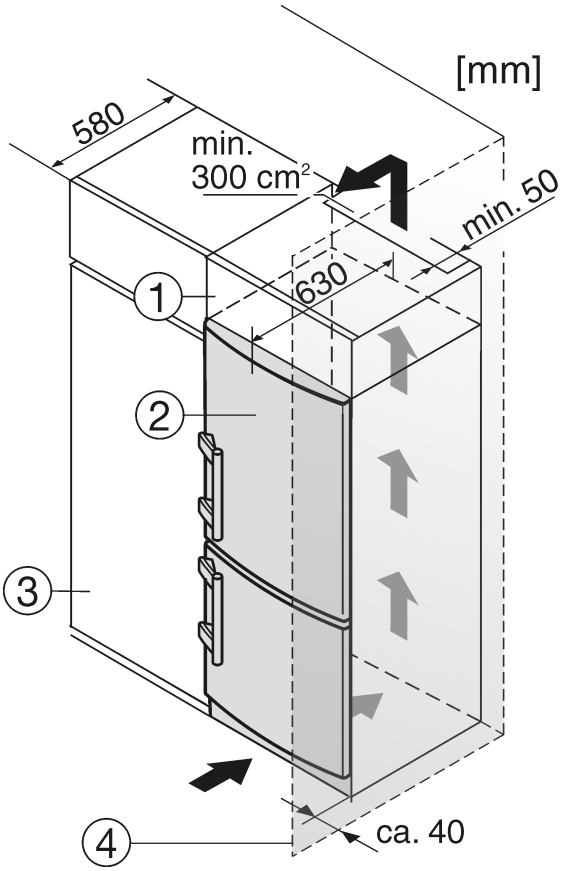

Fig. 5
(1) Stack cabinet
(2) Appliance
(3) Kitchen cabinet
(4) Wall
The appliance can be inserted into a row of kitchen units. To match the appliance *Fig. 5 (2)* to the height of the row of units, a suitable stack cabinet *Fig. 5 (1)* can be fitted above the appliance.
When inserting the appliance into a row of kitchen units (max. depth 580 mm), the appliance can be installed directly next to the kitchen unit *Fig. 5 (3)*. The appliance door projects relative to the front of the kitchen unit by 34 mm at the side and by 50 mm in the middle of the appliance. It can be opened and closed perfectly as a result.
If the appliance is installed with the hinges next to a wall *Fig. 5 (4)*, the distance between appliance and wall has to be at least 40 mm. This corresponds to the projection of the handle when the door is open.